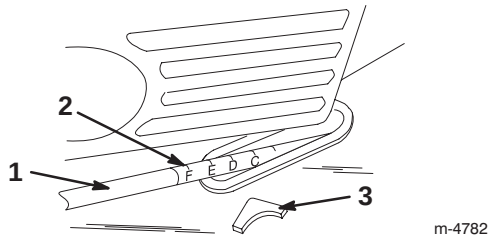

Figure 13
3. Lift up or press down on the handle, and use the pointer and the cutting height setting on the link rod to set the lawn mower to the desired cutting height (Fig. 13).